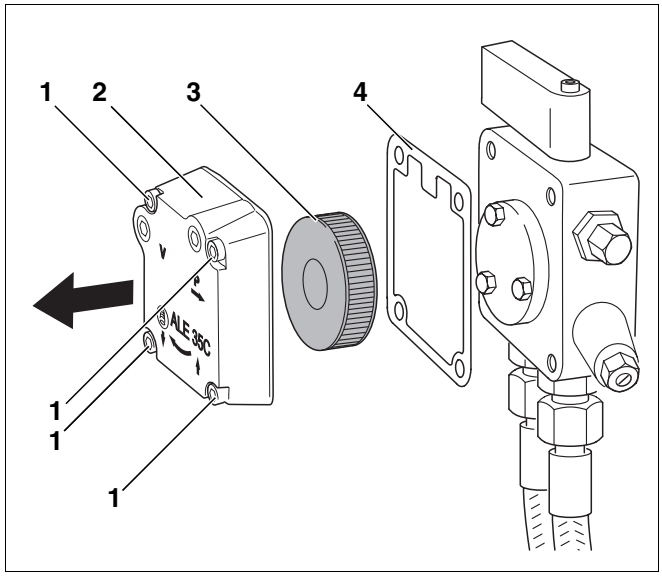

Rys. 27 Sprawdzenie filtra pompy olejowej – pompa olejowa Suntec
- Odkręcić cztery śruby imbusowe (rys. 27, **poz. 1**).
- Zdjąć pokrywę obudowy (rys. 27, **poz. 2**).
- Wyjąć filtr pompy olejowej (rys. 27, **poz. 3**).
- Sprawdzić, czy uszczelka (rys. 27, **poz. 4**) nie jest uszkodzona, i ew. ją wymienić.
- Filtr pompy olejowej (rys. 27, **poz. 3**) oczyścić benzyną do czyszczenia, w razie potrzeby wymienić i ponownie zamontować w pompie.